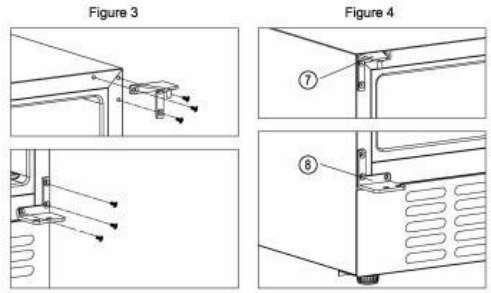

Figures 3–4
4. (Figure 3) Unscrew the top right hinge (4) and the right lower hinge (2) from the cabinet (6) and keep them in the polybag in case you later want to change the door back to left-opening.